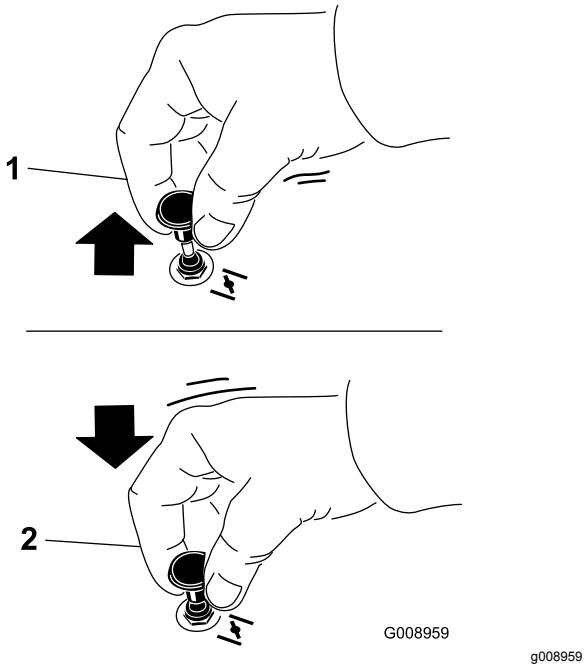

Bild 12
1. Ziehen Sie das Choke-Handrad heraus, um den Choke zu aktivieren, bevor Sie das Zündschloss verwenden (Bild 12).
2. Drücken Sie das Chokehandrad herein, um den Choke zu deaktivieren, wenn der Motor angesprungen ist (Bild 12).